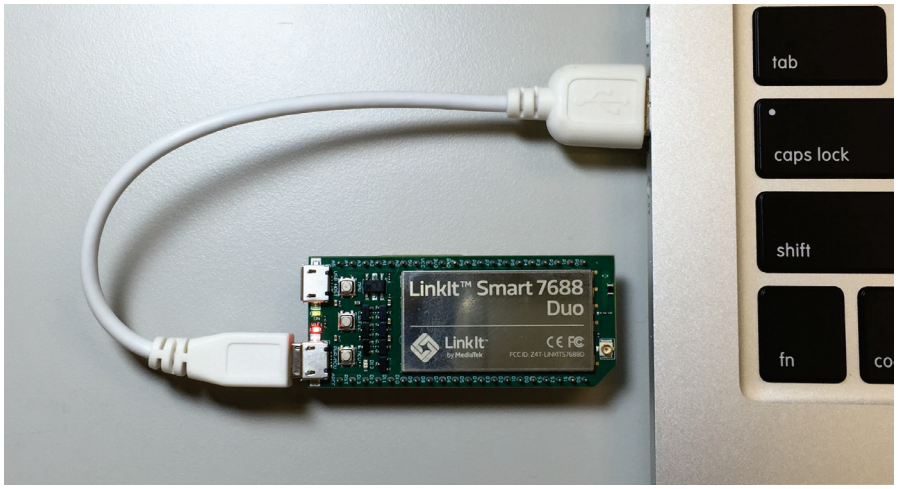

Figure 11 Connecting LinkIt Smart 7688 to a computer
2) Power on LinkIt Smart 7688 by using any USB power source, for example your computer and a Micro USB cable as shown in Figure 11.